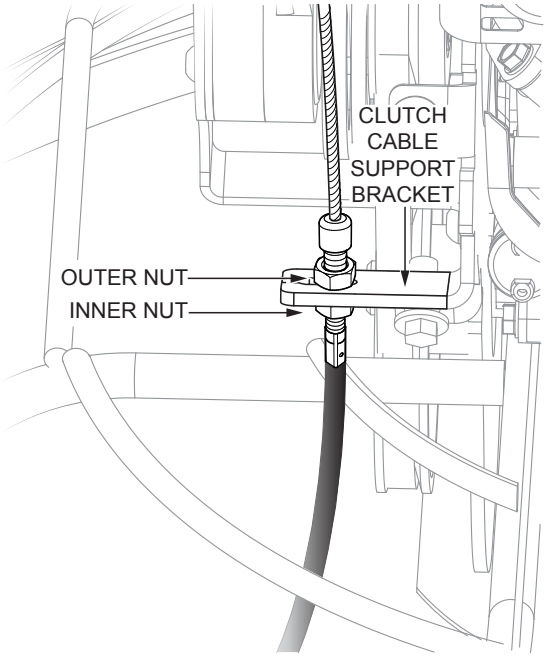

Figure 20. Secure Clutch Cable to Support Bracket
10. Tighten the inner nut against the clutch cable support bracket until there is no slack in the cable between the threaded cable end and the clutch cable spring (Figure 20).
11. Using two 1/2" wrenches, tighten the inner nut and the outer nut securely against the clutch cable support bracket (Figure 20).